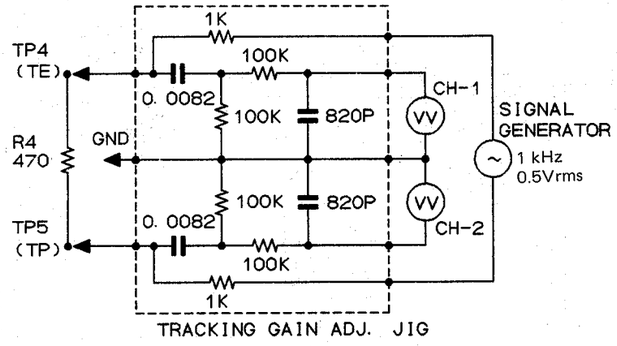

Figure 39-1
*3: Apply sine wave (Oscillation Frequency 1.0 kHz, 0.5 Vrms) as shown in Figure 39-1.
＊3: Eine Sinuswelle wie in Abbildung 39-1 dargestellt zuleiten (Schwingungsfrequenz 1,0 kHz, 0,5 Veff).
＊3: Appliquer une onde sinusoïdale (fréquence d'oscillation 1,0 kHz, 0,5 Vrms) comme indiqué dans la figure 39-1.